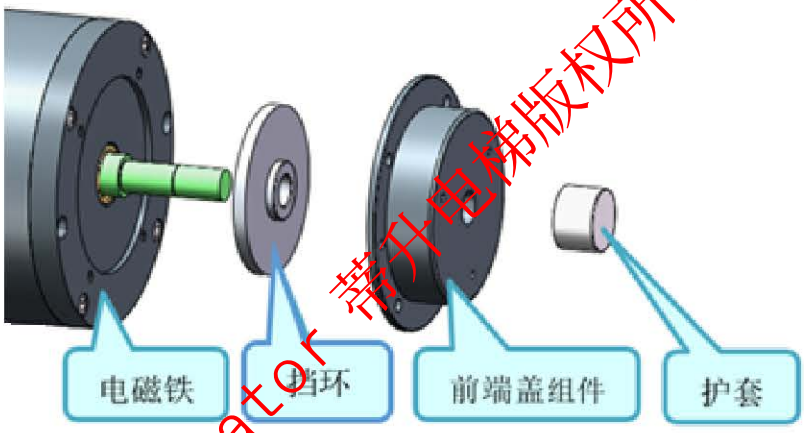

图 D-16
2) 将挡环及前端盖组件装入，锁紧螺栓。注意挡环方向，如图 D-16 所示；